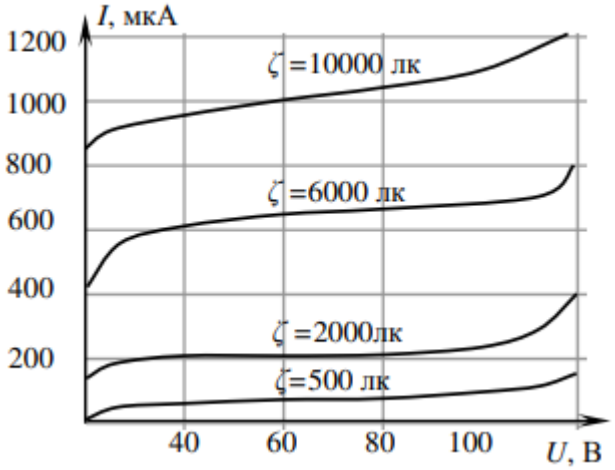

Рисунок 1
7) По вольт–амперным характеристикам фотодиода, изображенным на рис. 1, определить предельное значение сопротивления нагрузки, при котором сохраняется еще фотодиодный режим, если напряжение источника питания E = 60 В.